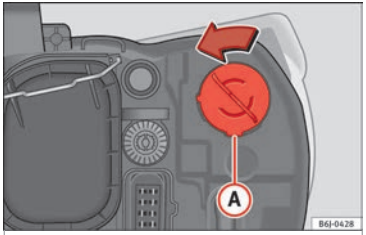

Fig. 186 Turn signal light.
– Turn bulb holder ››› Fig. 186 (A) to the left and pull.